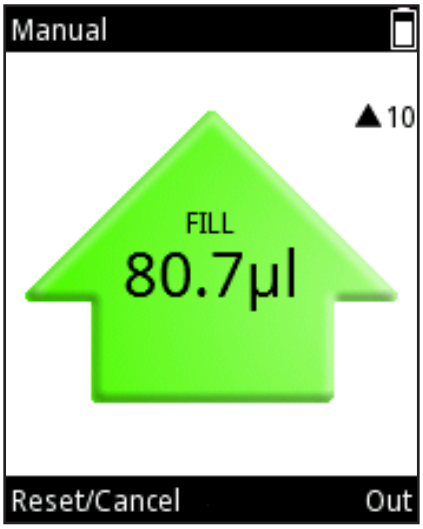

図 D34
6. 限度値に達する前に**trigger（トリガ）** から手を離すと、 (**Out（外）**) または (**In（内）**) を押して動きの方向を変えることができます(テキストガイドボタンは、現在の動きの方向によって変わります)(図 D34)。